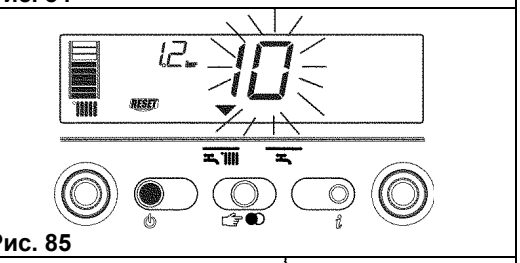

Рис. 85
2) Отображается только символ RESET (рис. 85)